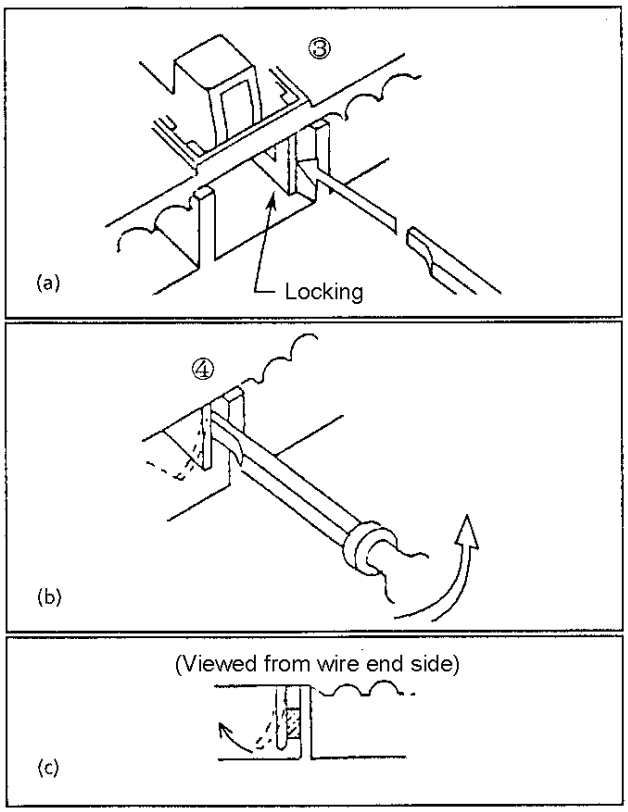

Fig. 4 (a), (b) and (c) IW303-0251E27
3. Insert tip end of the tool into the gap of locking device with its flat sides facing aside as shown in Fig.4.